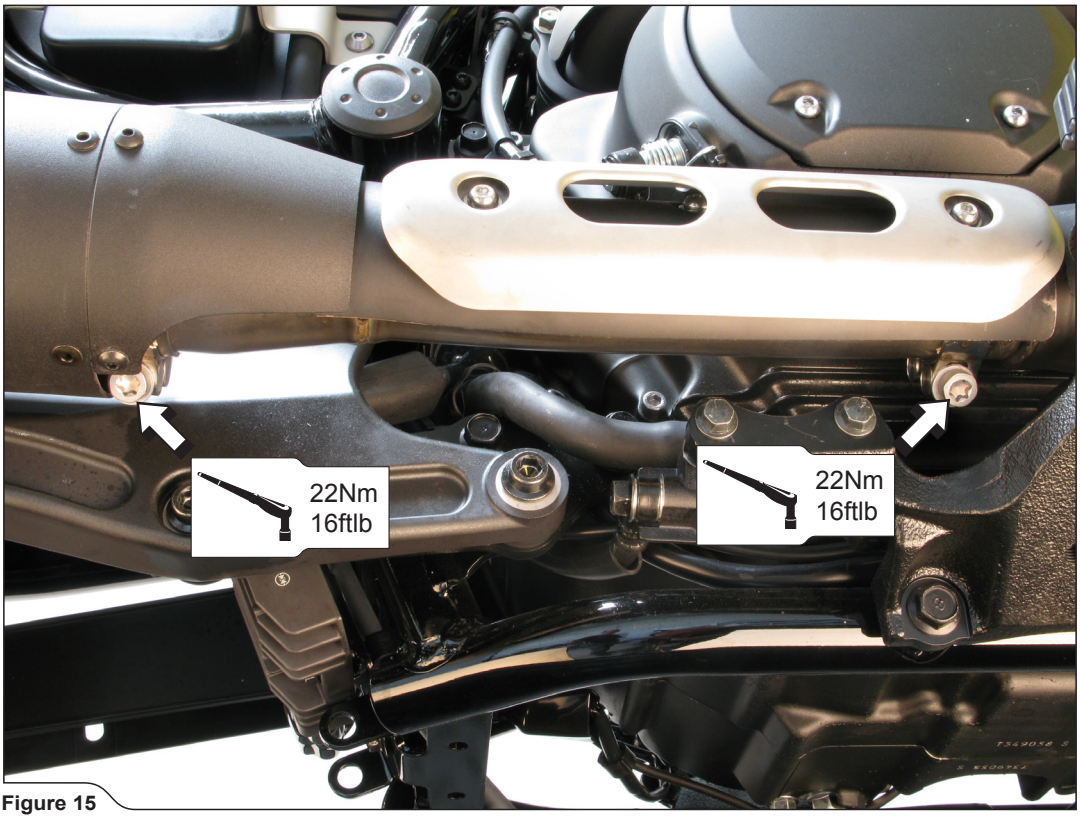

Figure 15
7. Rotate the link pipe inside the muffler's inlet, until the muffler's heat shield aligns with the stock heat shield. Align the clamps and tighten them to the specified torque **(Figure 15).**